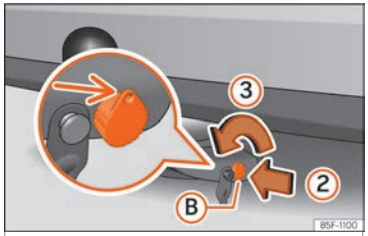

Fig. 300 Releasing the lock.
• Insert key Ⓑ into the lock in the direction of arrow ② ››› Fig. 300.
• Turn the key in the direction of arrow ③ until the part of the key with the holes is facing upwards.